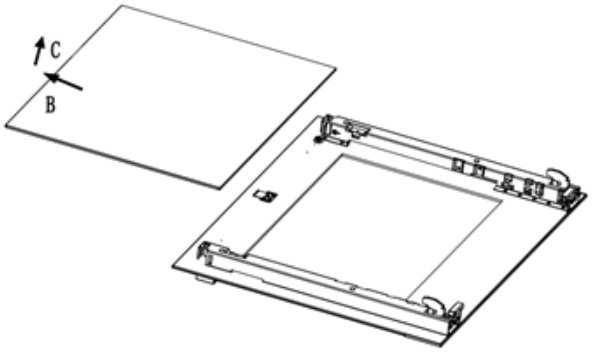

Рис. 6
- Извлеките среднее стекло (рис. 6).